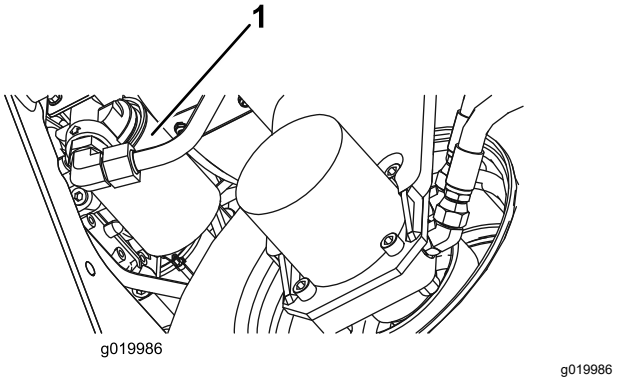

**Figur 78**
2. Rengjør området der filteret skal festes. Plasser et tappefat under filteret (Figur 78), og ta ut filteret.